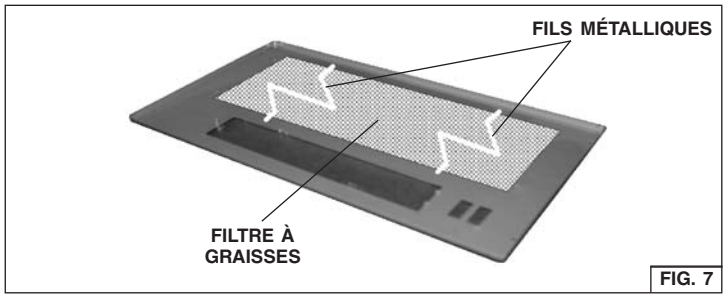

FIG. 7
1. Enlever les fils métalliques (Fig. 7) et s'en défaire.